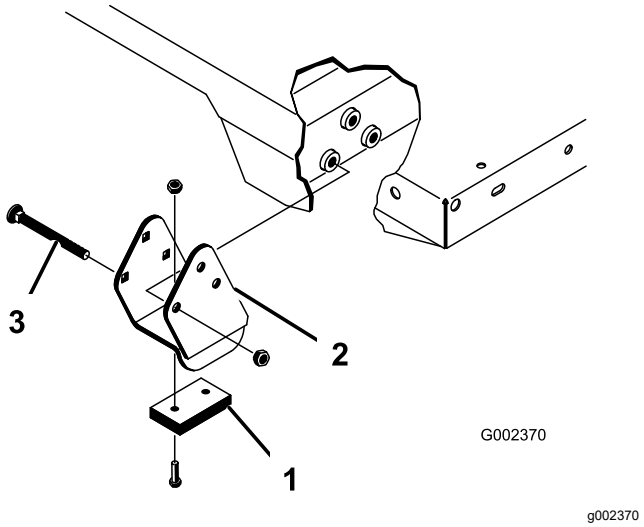

**Figur 35**
**Obs:** Kontrollera att distansfästena och slitageblocken (Figur 35) monteras med vagnskruvhuvudena inuti maskinen.
2. Lägg försiktigt ner flaket på maskinramen med de bakre hålen på flakets svängplatta inpassade mot hålen i den bakre ramkanalen, och montera två sprintbultar och hjulsprintar (Figur 35).
4. För in sprintbulten från flakets utsida med hjulsprinten utåt (Figur 35).